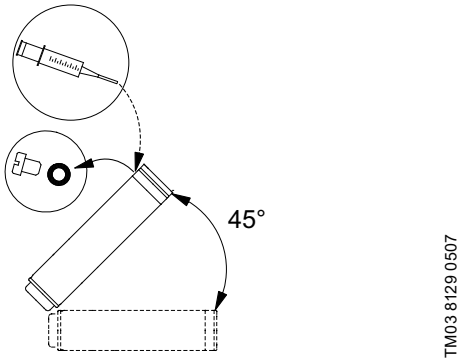

Рис. 6 Положение электродвигателя при заполнении – MS 6000
- В случае если электродвигатель поставляется со склада, необходимо проверить уровень жидкости электродвигателя перед его монтажом на насосной части. См. рис. *Рис. 6*.
- При проведении сервисных работ уровень необходимо проверять. См. рис. *Рис. 6*.
1. Расположите погружной электродвигатель, как показано на рис. *Рис. 6*. Заливочное отверстие должно быть в верхней точке двигателя.
3. С помощью специального шприца заливайте в электродвигатель жидкость, пока она не начнёт вытекать через заливочное отверстие. См. рис. *Рис. 6*.